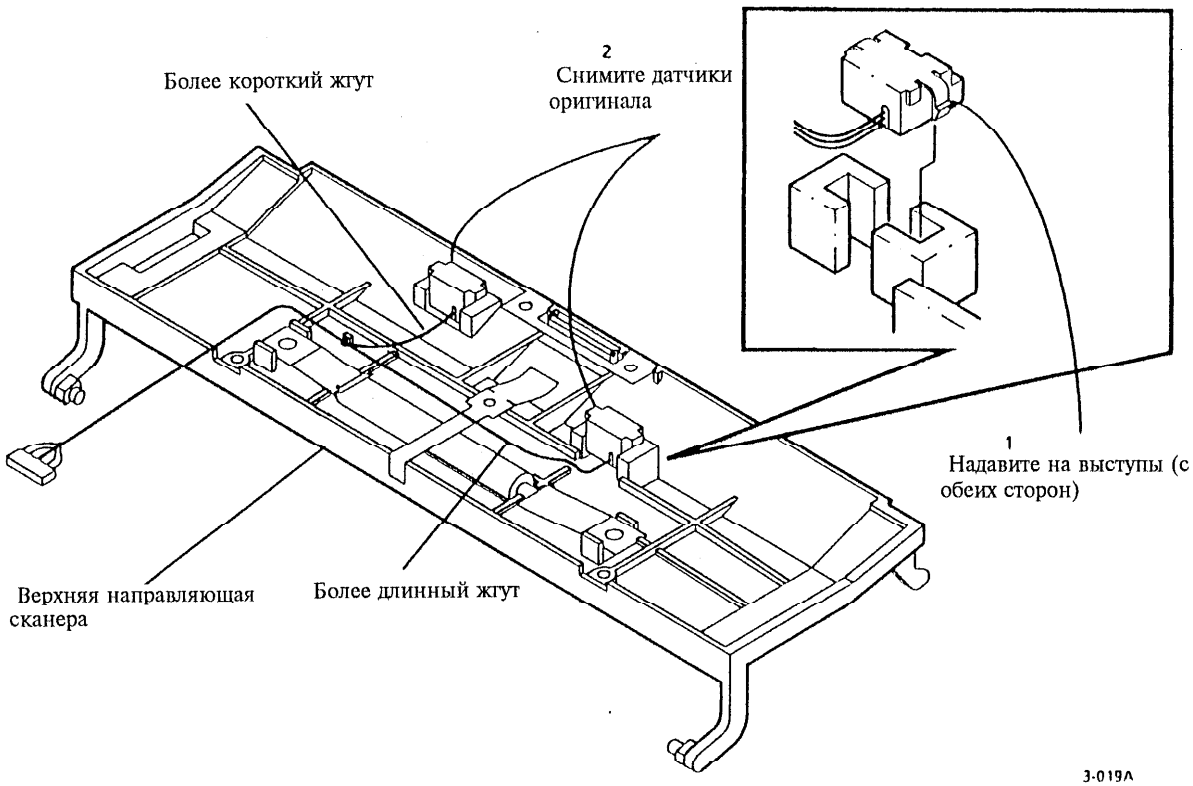

Рис. 2 Снятие датчиков оригинала
3. (Рис. 2): Снимите датчики оригинала.